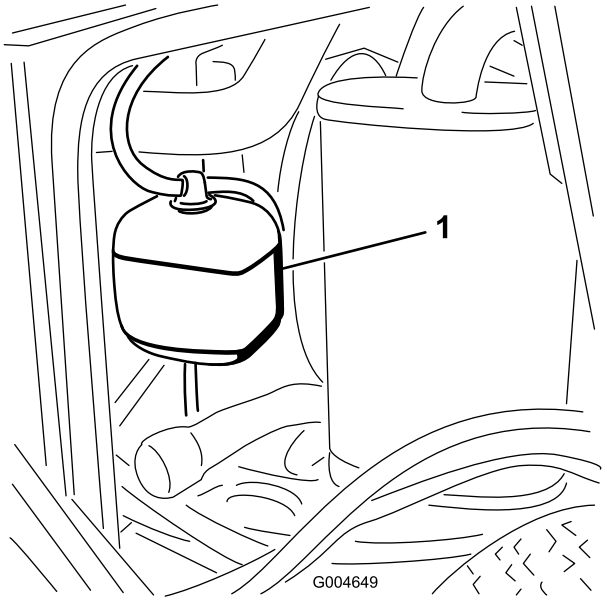

Figur 51
1. Kontroller kølevæskestanden i ekspansionsbeholderen (Figur 51). Væskestanden skal ligge mellem mærkerne på siden af beholderen.